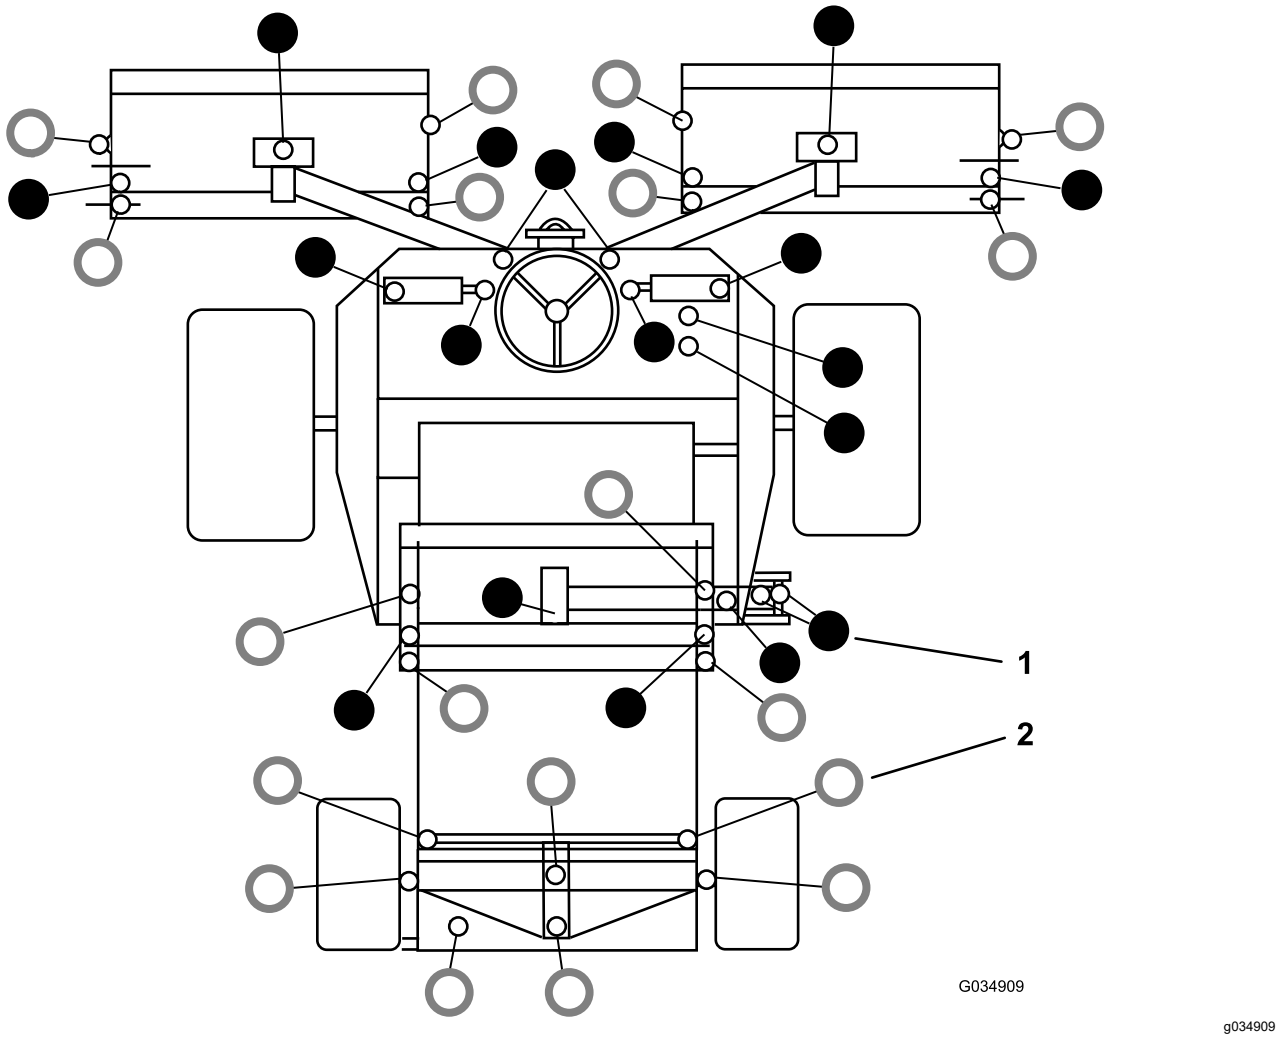

Figur 50
- Se Figur 50 för att lokalisera smörjnipplarna.